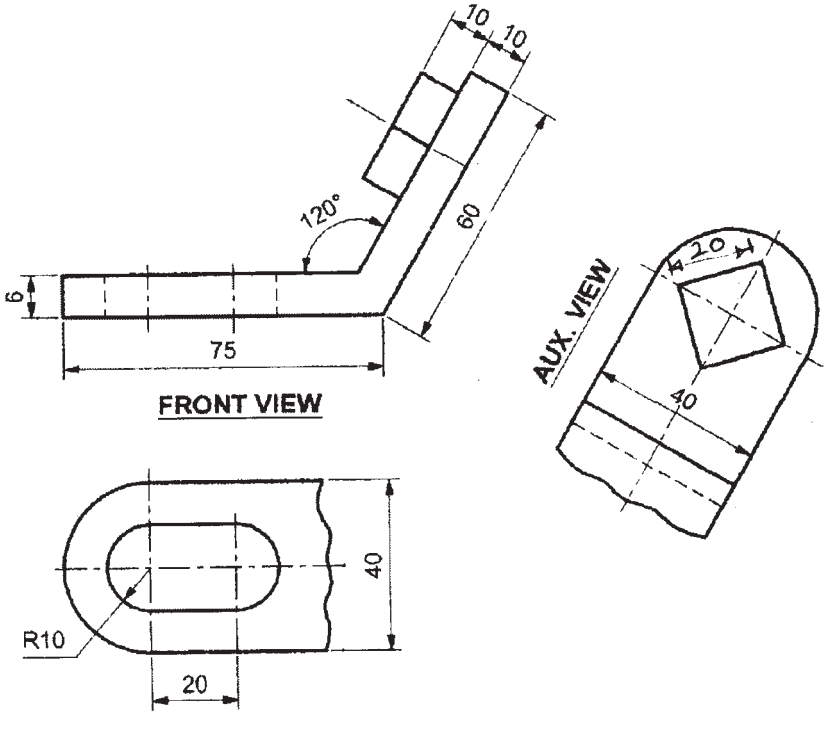

Fig. No. 2
a) Figure No. 2 shows front view, incomplete top view and partial auxiliary view of an object. Redraw the given views and complete the top view (use first angle method of projection.)